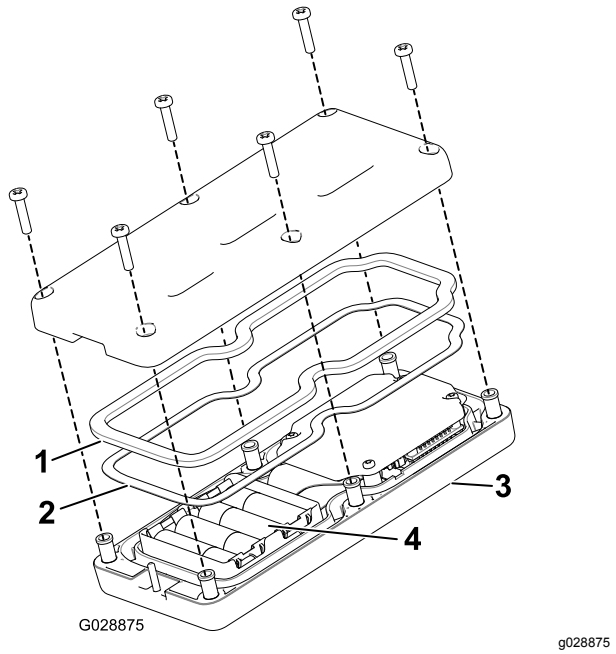

Rysunek 46
3. Odkręć 6 śrub z tyłu pilota, a następnie zdejmij pokrywę (Rysunek 46).
5. Podłącz każdą nową baterię do zacisków, zachowując odpowiednią biegunowość. (Jeśli baterie zostaną zamontowane nieprawidłowo, urządzenie nie zostanie uszkodzone, ale nie będzie działać). Na uchwycie wytłoczona jest biegunowość każdego zacisku (Rysunek 46).
6. W razie przypadkowego wyjęcia uszczelki gumowej i uszczelki stalowej ostrożnie włóż je z powrotem do rowka w obudowie pilota (Rysunek 46).
7. Załóż z powrotem pokrywę i przykręć ją za pomocą 6 odkręconych wcześniej śrub (Rysunek 46). Dokręć śruby z momentem od 1,5 do 1,7 N·m.